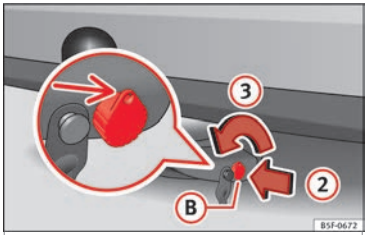

Fig. 187 Releasing the lock.
- Insert key (B) into the lock in the direction of arrow (2) ››› **Fig. 187**.
- Turn the key in the direction of arrow (3) until the part of the key with the holes is facing upwards.